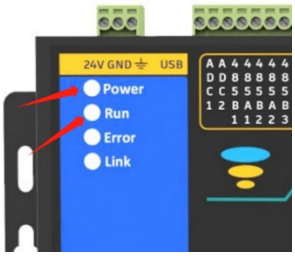

图 3-1 主控系统指示灯
2、 上电后，**“AGV 控制器 IGK-M210”**上**“Run”**系统运行灯闪烁，如**“图 3-1”**。